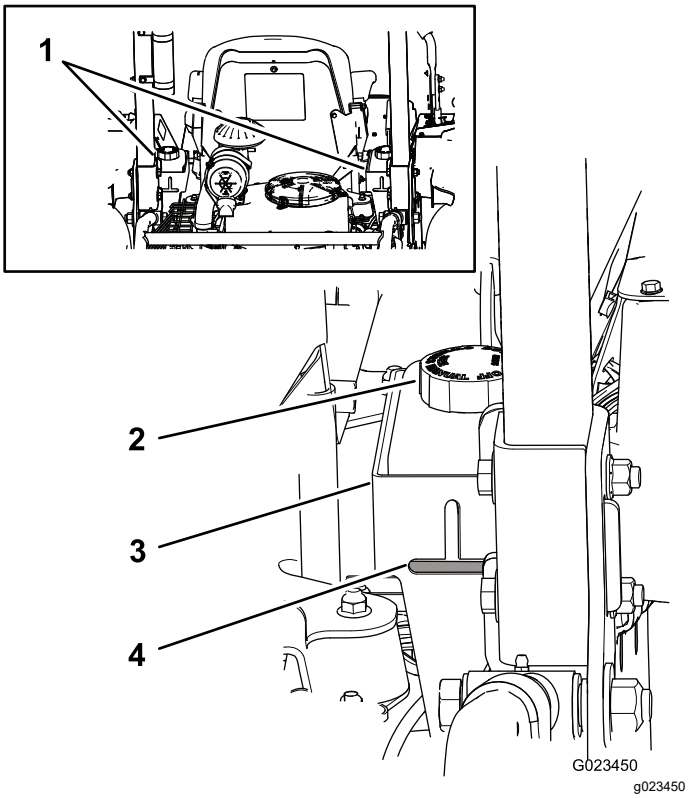

**Figuur 68**
De reservoirs van de machine worden in de fabriek gevuld met hoogwaardige hydraulische vloeistof. U controleert de hydraulische vloeistof het beste als deze koud is. De machine dient in de transportstand te staan. Als het vloeistofpeil onder het horizontale gedeelte van het uitgesneden peilglas aan de achterkant van de hydraulische reservoirs (Figuur 68) staat, moet u vloeistof toevoegen tot het correcte peil bereikt wordt. **De reservoirs niet te vol vullen.** Als het vloeistofpeil tot de bovenkant van het horizontale gedeelte van het peilglas staat, is het niet nodig om vloeistof toe te voegen. Aanbevolen wordt het reservoir bij te vullen met de volgende hydraulische vloeistof:
**Opmerking:** Het vloeistofpeil moet overal tot de onderkant van de opening reiken; zie Figuur 68.
A. Reinig de omgeving van de doppen van de hydraulische reservoirs om te voorkomen dat er vuil in het systeem komt (Figuur 68).